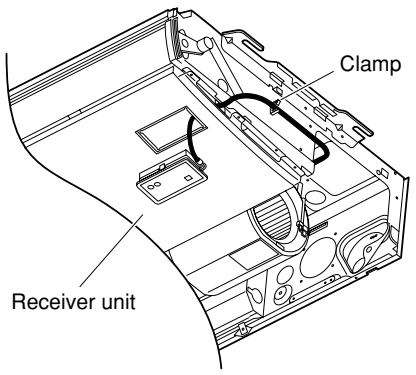
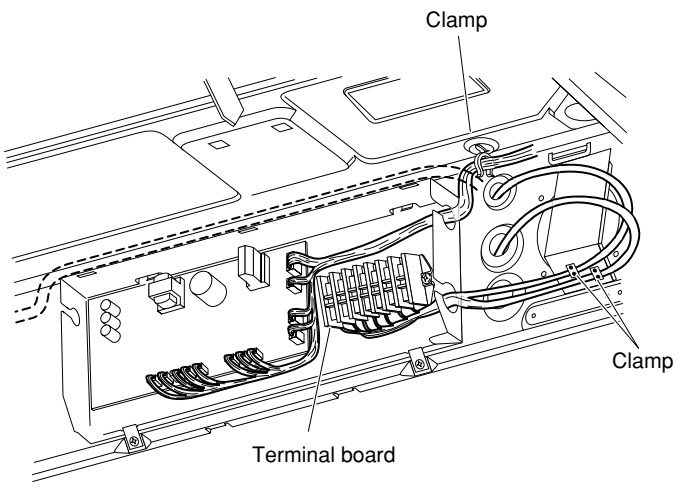

**Fig. 11-9**
**Fig. 11-10**
(4) Fasten the receiver lead wire to the fastener that holds the louver motor wiring. (Fig. 11-9)
(5) Reattach the side panel.
(6) Route the lead wire from the receiver unit along the louver motor wiring and other wiring and fasten them with a fastener. (Fig. 11-10)